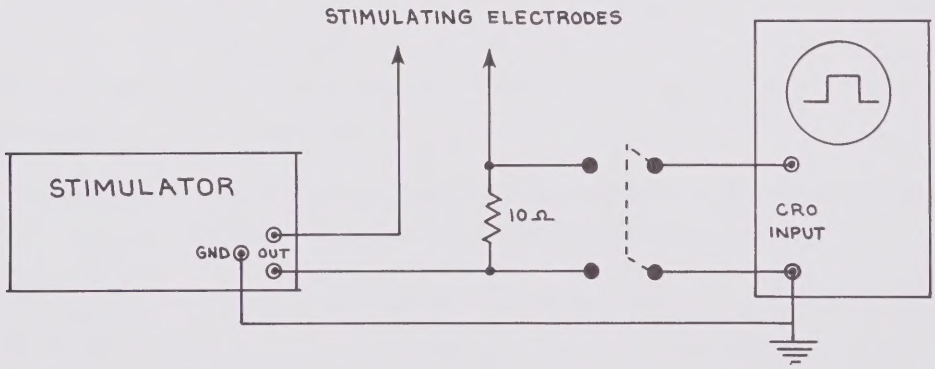

FIGURE 5.22 MEASURING STIMULUS CURRENT
5.22 With square wave stimulation, peak stimulus current is determined by a Cathode Ray Oscilloscope (CRO) as a measurement of the square wave voltage across a series resistance whose value is very small compared to that of the stimulating electrodes. The current is calculated using Ohm's Law. However, stimulus isolation is lost using this method since the input of the CRO is referred to ground. If stimulus isolation must be maintained for the simultaneous recording of electrical responses, the best solution is to measure current periodically during the course of the experiment.. The circuit for intermittent measurement of stimulus current is shown in Figure 5.22. It is fairly safe to assume that the stimulus current has remained constant between two current measurements if the current is the same for both measurements, and the VOLTS controls have not been changed. If it is not necessary to maintain stimulus isolation, the double pole switch can be eliminated and current monitored continuously with one side of the CRO at ground potential. With the circuit shown in Figure 5.22, each milliamp of stimulus current will result in a voltage drop of 10 millivolts across the 10 ohm resistor. Calibrate the CRO for a sensitivity of 10 MV/CM. The CRO deflection can be measured in terms of stimulus current, each centimeter of deflection indicating 1 milliamp of stimulus current.